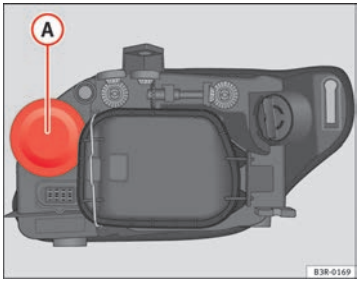

Fig. 196 Main beam headlights
- Pull up on the rubber cover (A) ⇒ fig. 196 to remove it.